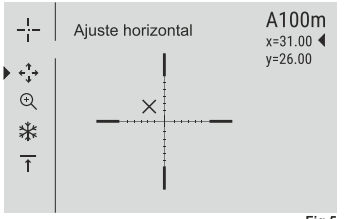

Fig.5
- Si el punto de impacto no coincide con el punto de mira (centro de la retícula del visor), mantenga pulsado el botón **M (4)** para entrar al menú principal.
- Una cruz auxiliar , aparece en el centro de la pantalla y las coordinadas de la cruz auxiliar X e Y aparecen en la esquina derecha superior **(véase la Fig. 5)**.
- Cambie entre las direcciones de movimiento de la cruz auxiliar, de horizontal a vertical, pulsando brevemente el botón **M (4)**.